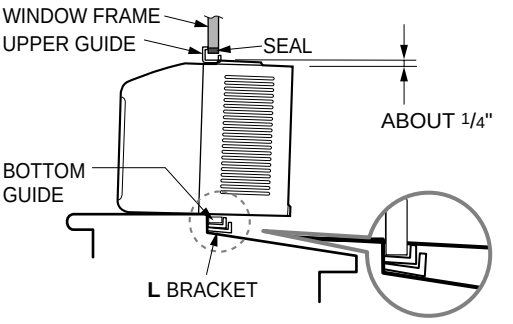

Figure 9
b. While steadying the air conditioner, carefully bring the window sash down behind the upper guide of the air conditioner, as shown in Figure. 9.